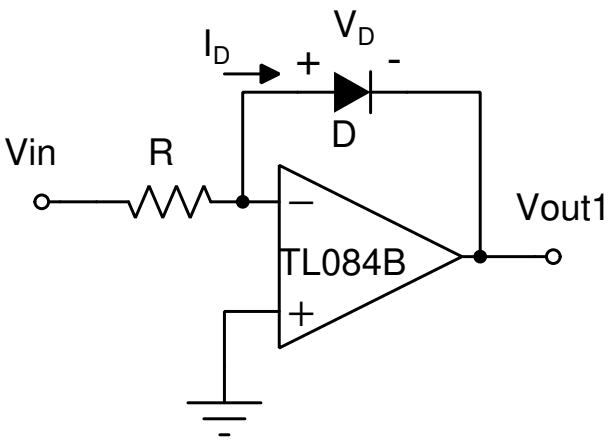
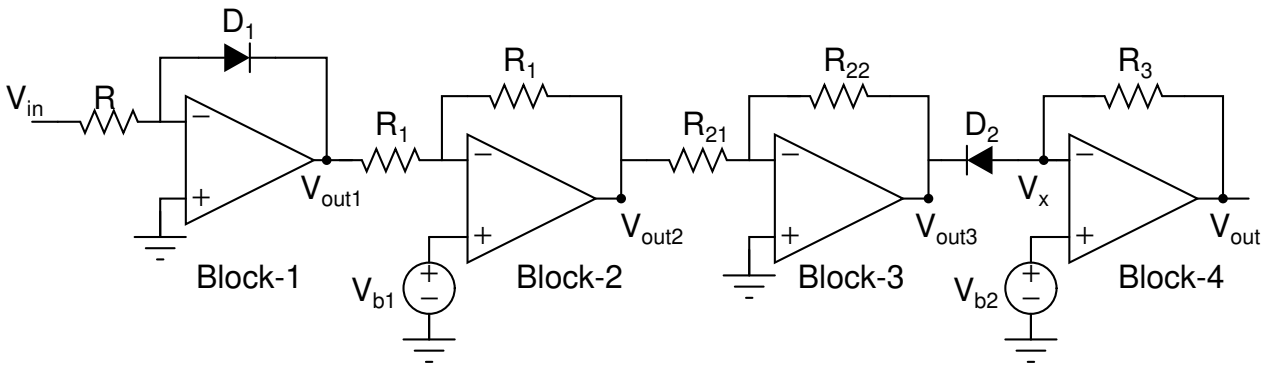

Figure 1: Basic log-amp circuit. For this circuit to function as a log-amp, the polarity of the input voltage should be positive.
Figure 2: Complete Analog Square-root Circuit.
A voltage can be easily converted to a current using the inverting amplifier configuration. You may please draw the circuit in your note book. The voltage applied to the input resistor is converted to a current, $I = V_{in}/R$, where R is the input resistor connected to the inverting terminal of the amplifier. The same current I is then forced through the device connected between the output of the op-amp and the inverting terminal. The device can as well be a diode. The circuit is given in figure 1.
From figure 1,
Equation (8) tells us that the output of the circuit in figure 1 is the natural logarithm of the input scaled by a factor a_1 and then offset by a_2. We can remove the offset by subtracting a_2 from V_{out1}. The Block-2 is used for removing the offset from V_{out1} as shown in figure 2.